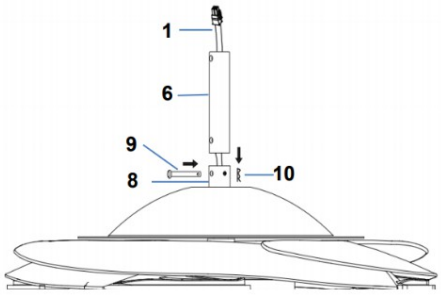

Rys. 4.3
3. Ostrożnie poprowadź przewody wentylatora (1) w górę przez dolny pręt (6). (rys. 4.3)
4. Zamontować drążek dolny (6) w obudowie łącznika drążka dolnego (8), wkładając i wyrównując otwory obudowy łącznika drążka dolnego z otworami drążka dolnego, a następnie włożyć sworzeń zaczepu (9) i zabezpieczyć zaciskiem blokującym (10). (Rys. 4.3)